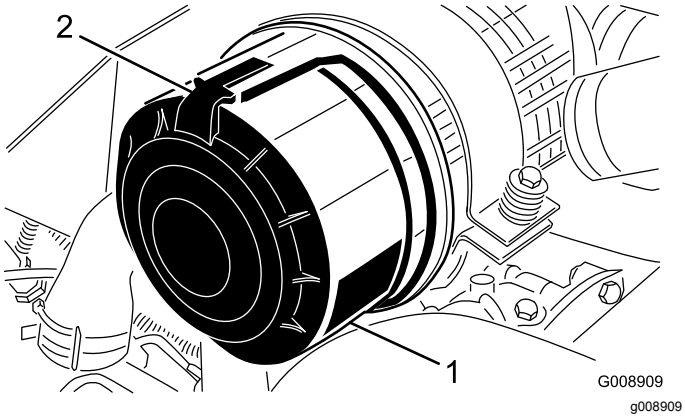

**Figur 96**
1. Åbn låsene, der fastgør luftfilterdækslet til luftfilterhuset (Figur 96).